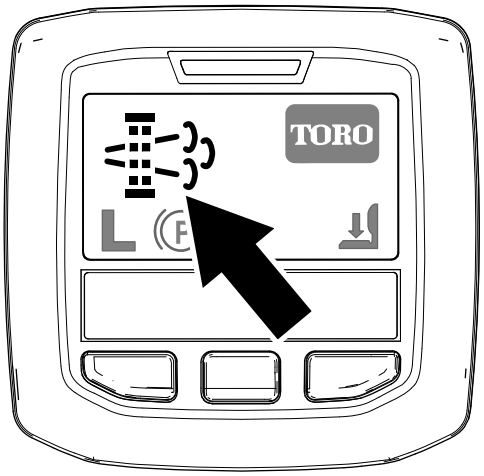

Figuur 30
- Het pictogram verzoek geparkeerde regeneratie verschijnt op het InfoCenter (Figuur 30).